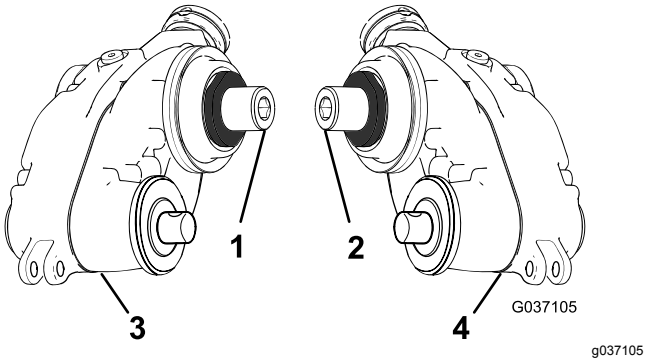

Figur 8
1. Lokalisera trimmardrivningslådorna för höger- och vänsterdrivning. Se Figur 8.